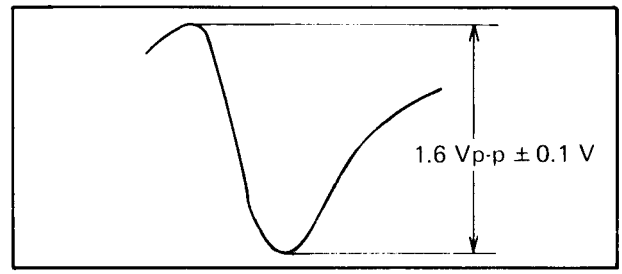

Fig. 5-41
6. Adjust the IF AGC bias voltage so that the waveform of the final stage has a voltage of 1.6 Vp-p on the oscilloscope as shown in Fig. 5-41.
7. Adjust the IF AGC bias voltage so that the waveform has a voltage of 1.6 Vp-p on the oscilloscope as shown in Fig. 5-41.